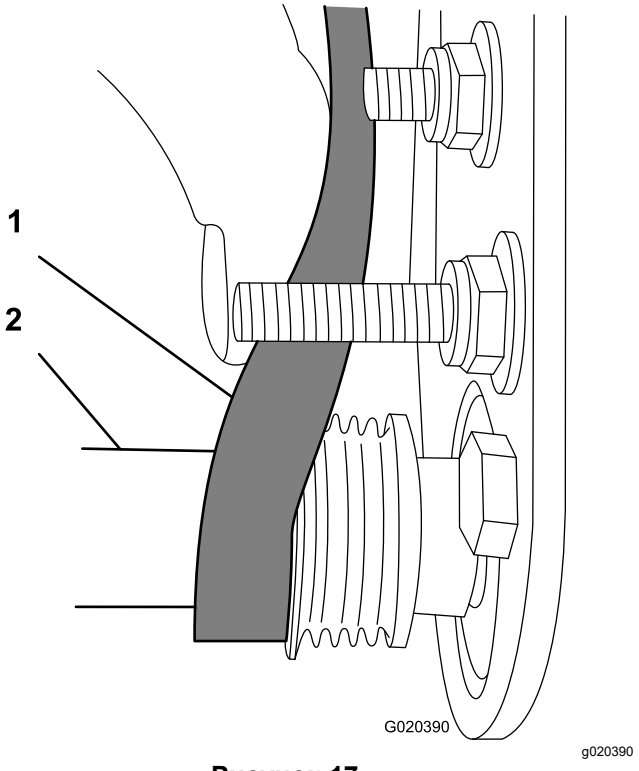

**Рисунок 17**
- Начните надевать ремень на **ведомый** шкив (Рисунок 17).
- Используйте глубокую головку (9/16 дюйма) для вращения щетки в сборе и установки ремня на ведомый шкив (Рисунок 17).